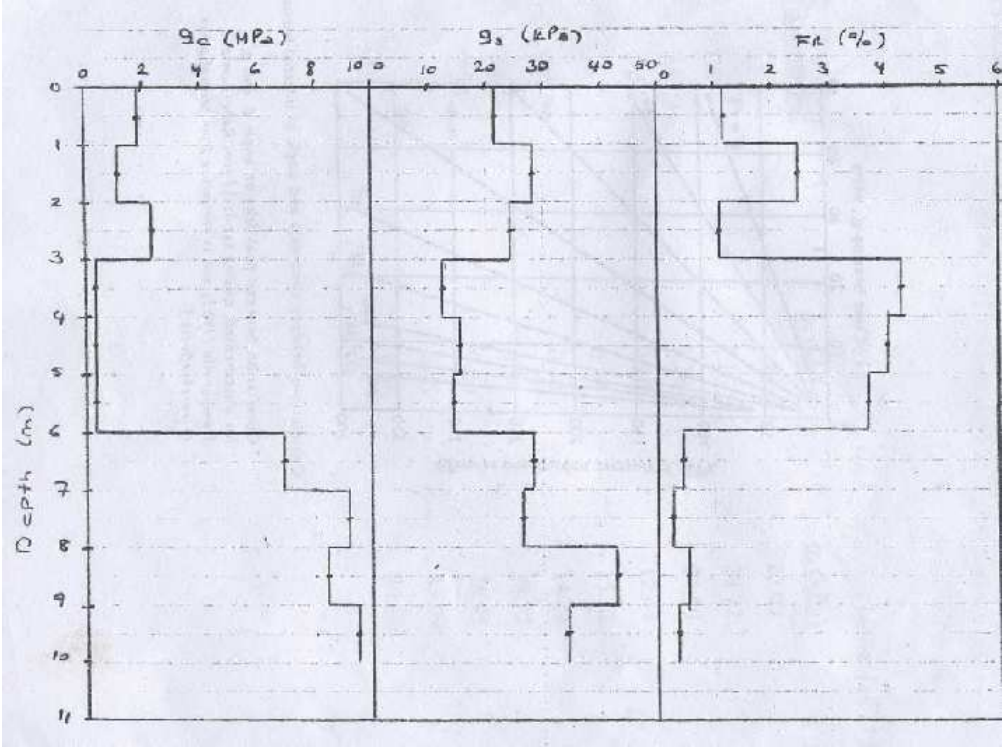

**Figure 2. Plot of CPT data**
- Plot of the Cone Penetration Test data (CPT) is shown in Figure 2.